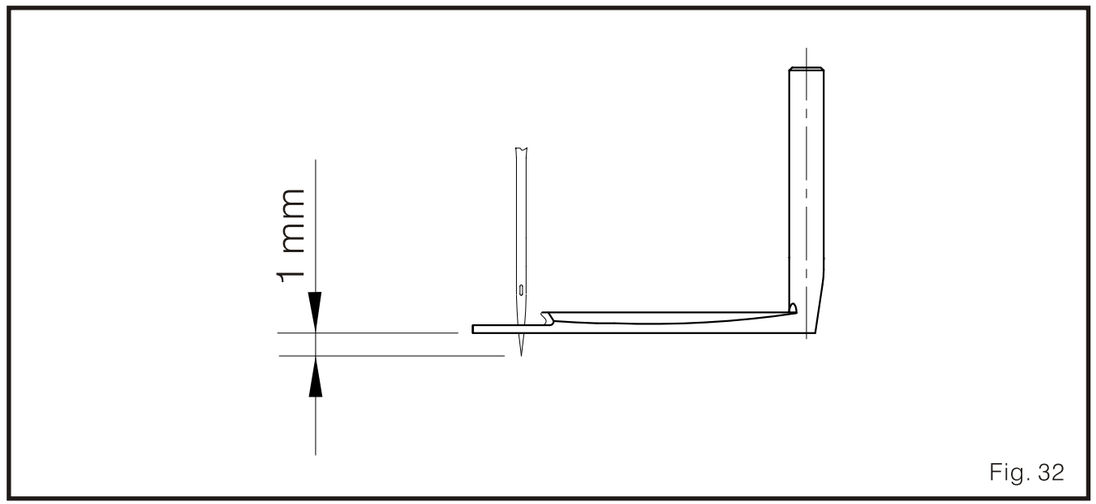

Fig. 32
(1) Altura: Cuando la barra aguja esta en el punto muerto superior, la punta de la aguja izquierda debe exceder la altura del distribuidor por 1mm. (Fig.32)